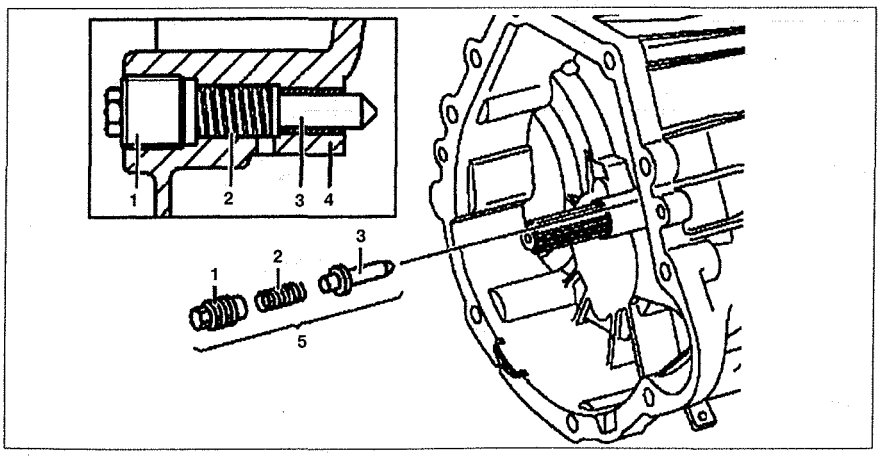

Рис. 6.44. Блокировка шестерни заднего хода:
3. Открутите пробку **1** в корпусе сцепления **4** (см.рис.6.44).